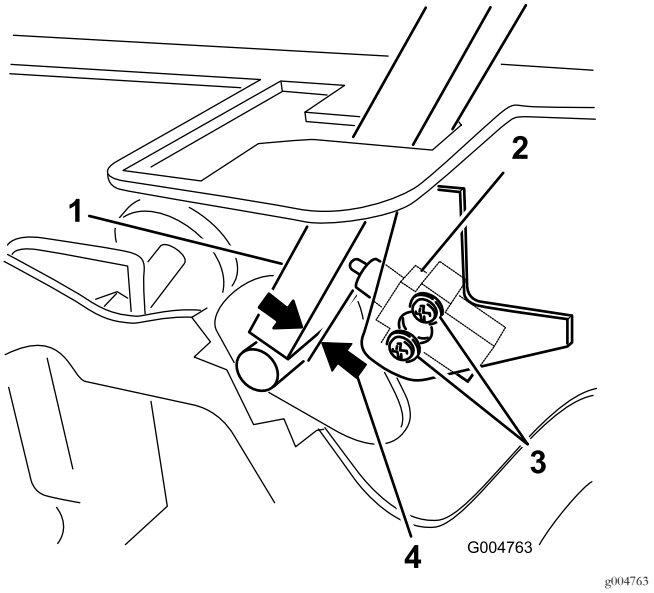

Rysunek 52
3. Poluzuj 2 śruby mocujące przełącznik blokady (Rysunek 52).
4. Trzymając dźwignię sterowania przy ramie, przesuwaj przełącznik w kierunku dźwigni, aż odległość pomiędzy dźwignią i obudową przełącznika wyniesie od 0,4 do 1 mm, jak pokazano na Rysunek 52.